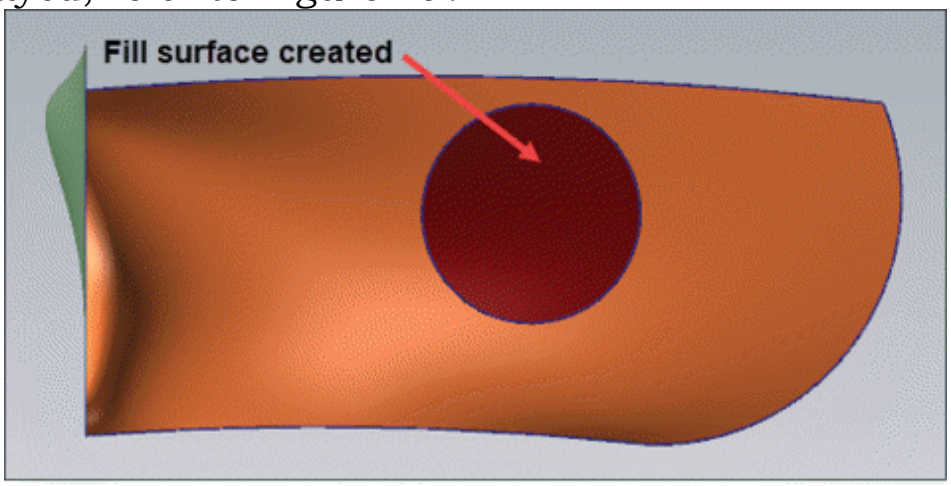

Figure-49. Fill hole surface created
- Click on the boundary of hole. Preview of filled hole will be displayed; refer to Figure-49.